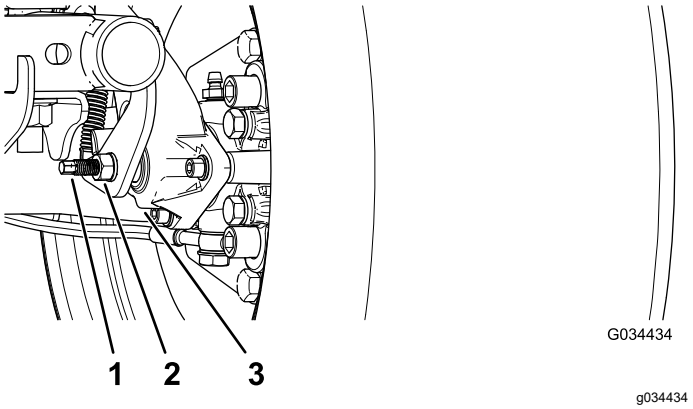

Figuur 49
3. Gebruik 2 sleutels en houd met de ene de afstelstang van de klauw vast terwijl u met de andere sleutel de contramoer een kwartslag losdraait (Figuur 49).
4. Hou de afstelstang en de contramoer vast en draai de afstelstang in om deze te bevestigen (Figuur 49).
5. Hou de afstelstang en de contramoer vast en draai een kwartslag los (Figuur 49).
6. Hou de afstelstang en de contramoer vast en draai de contramoer aan (Figuur 49).